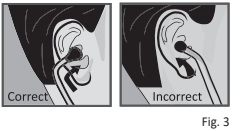

Fig. 3
4. Lorsque les embouts sont dans vos oreilles, la tubulure doit être orientés vers l'avant, comme le montre la figure 3. Le port incorrect de la lyre du stéthoscope peut en- traîner une mauvaise étanchéité acoustique et, dans certains cas, un blocage complet du son.